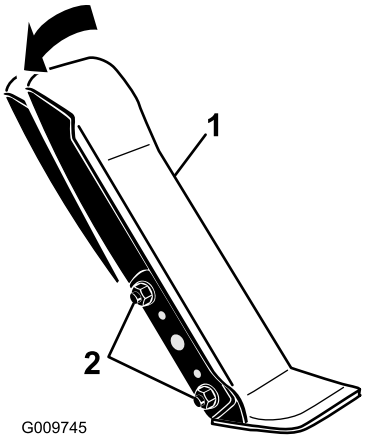

図 61
1. 走行ペダルの左側をブラケットに固定しているナットとボルト各2をゆるめる図 61。
2. 走行ペダルを希望の角度に調整し、ナットで固定する図 61。